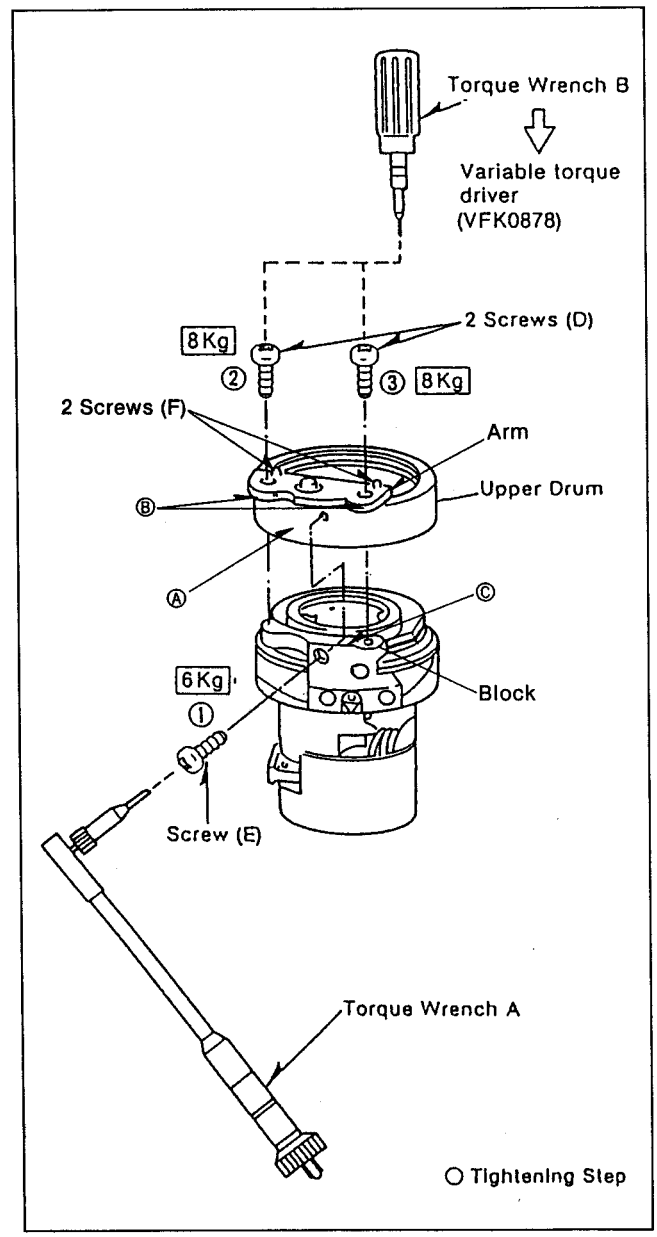

Fig. 23 Install Upper Drum
(9) Rotate the outer ring of the dial gauge to set the meter indication to zero. Rotate the center drum if it is not concentric with its axis of rotation the meter will swing back and forth, indicating the amount of error. The maximum allowable tolerance is within +/- 1 um.
(10) If it is out of specification, adjust the position of the center drum by tapping lightly with the plastic handle of a screwdriver on the side of the drum opposite from the point of measurement. When the eccentricity is within +/- 1 um, gently tighten the 2 screws. Check eccentricity to make sure it is within specification. If it is out, repeat this procedure.
(11) Tighten the 2 screws of the center drum securely with torque wrench and check eccentricity again. If it is within ± 1 um pull the drum replacement tool away from the drum.
(12) Clean the block and upper drum of attachment surfaces (A,B and C portions) as shown in Figure 23. Remove the drum replacement tool and attachment shaft.
(13) Reinstall the upper drum and tighten loosely the 2 hex screws of top of the arm and block using the torque wrench B.
(14) Tighten loosely the hex screw which is located at the back of the block (screw E) using the torque wrench.